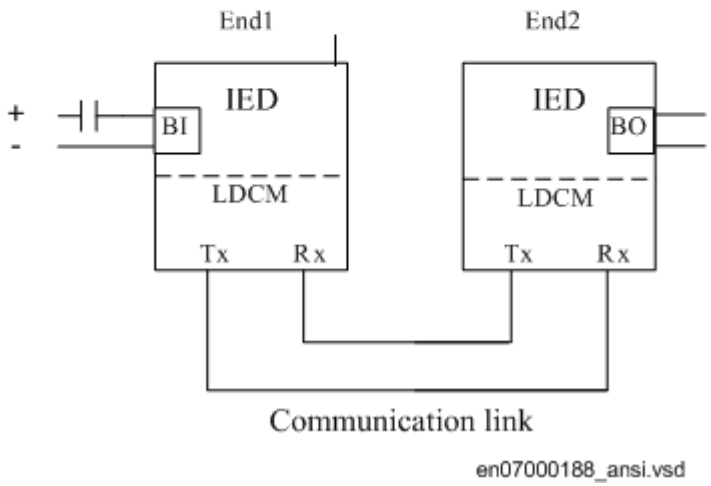

Figure 55: Test of RTC with I/O
A test connection is shown in figure 55. A binary input signal (BI) at End1 is configured to be transferred through the communication link to End2. At End2 the received signal is configured to control a binary output (BO). Check at End2 that the BI signal is received and the BO operates.